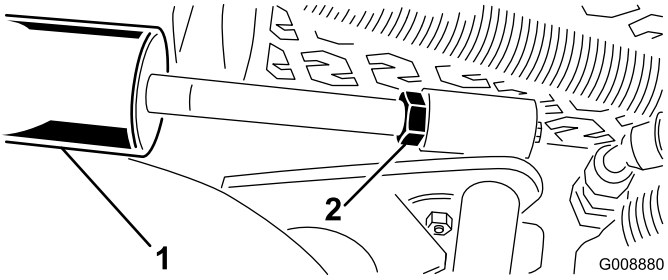

Figur 14
A. Senk klippeenhetene og skru tilbake låsemutteren på sylinderen (Figur 14).